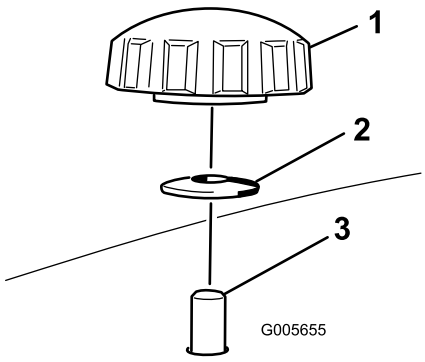
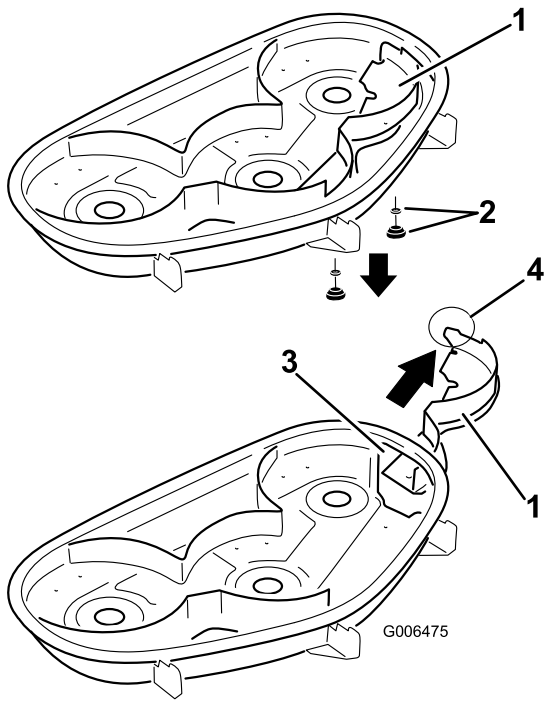

Figuur 29
Figuur 30
4. Verwijder de 2 knoppen en de klemringen waarmee de rechterplaat is bevestigd aan het maaidek zoals wordt getoond in Figuur 29.
5. Verwijder vervolgens de rechterplaat en laat de grasgeleider over de uitwerpopening zakken zoals wordt getoond in Figuur 30 en Figuur 29.
4. Schuif de rechterplaat door de uitwerpopening en zet deze vast met 2 knoppen en klemringen (holle kant gericht naar het maaidek) zoals wordt getoond in Figuur 29 en Figuur 30.